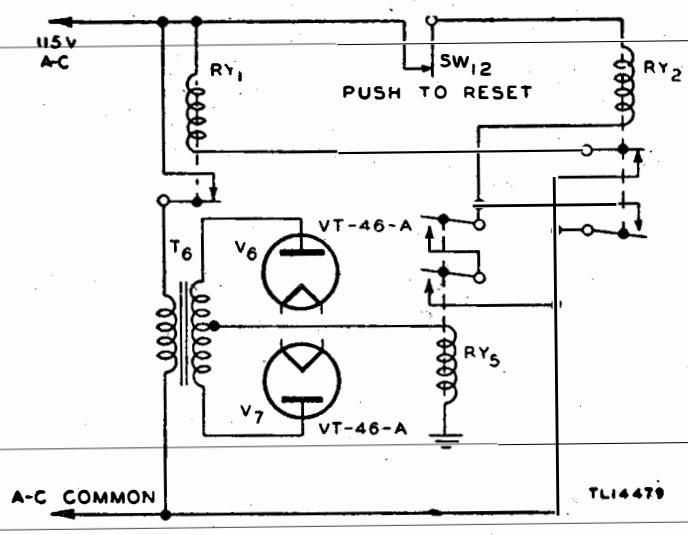

Figure 72. OVERLOAD RESET switch—functional diagram.
h. Overload Reset Switch SW_{12} (fig. 72). Switch SW_{12} is a momentary push-button type of switch located on the front panel of the transmitter. The switch is normally closed; but when pressed, it interrupts the energizing current through the coil of overload reset relay RY_2, which in turn operates
d. Overload Protection Relays RY_2 and RY_5 (fig. 72). Relays RY_2 and RY_5 are located on the lower deck of the transmitter. They protect high-voltage rectifier tubes V_6 and V_7 from damage due to heavy current surges or serious overloads. All current drawn from the high-voltage power supply must pass through the coil of relay RY_5 and is designed to operate the contacts when the current through the coil exceeds approximately 750 ma.